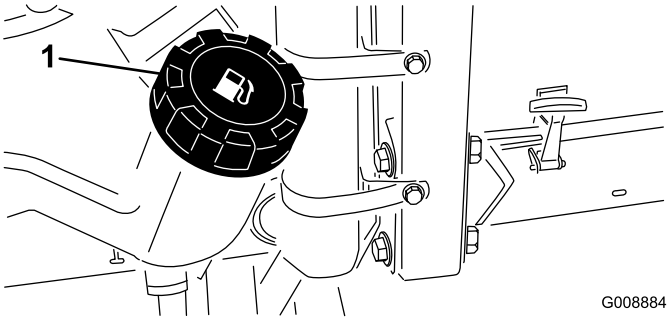

Figuur 22
1. Maak de omgeving van de dop van de brandstoftank schoon (Figuur 22).